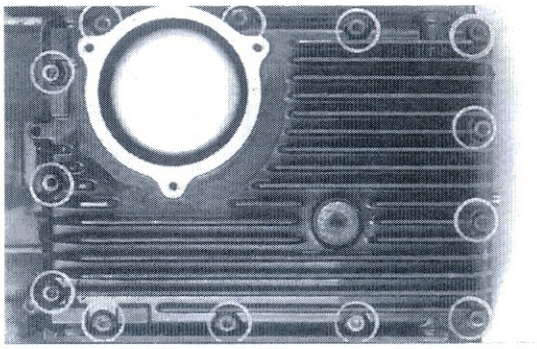

Bild 188
- Ölwannendeckel nach Ausdrehen der Befestigungsschrauben (Bild 188) abnehmen. Deckel gegebenenfalls mit leichten Gummihammerschlägen lockern.